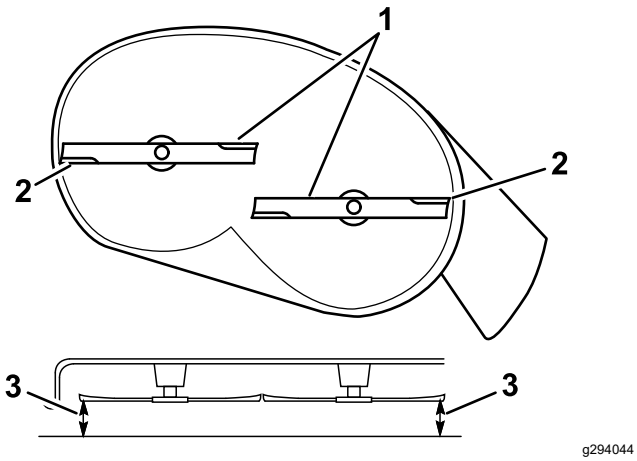
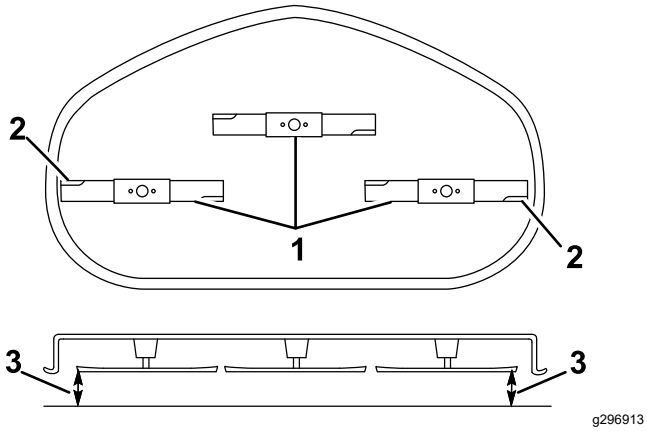

Rysunek 67
Rysunek 68
5. Zmierz odległość między zewnętrznymi ostrzami tnącymi a poziomą powierzchnią (Rysunek 67 oraz Rysunek 68).